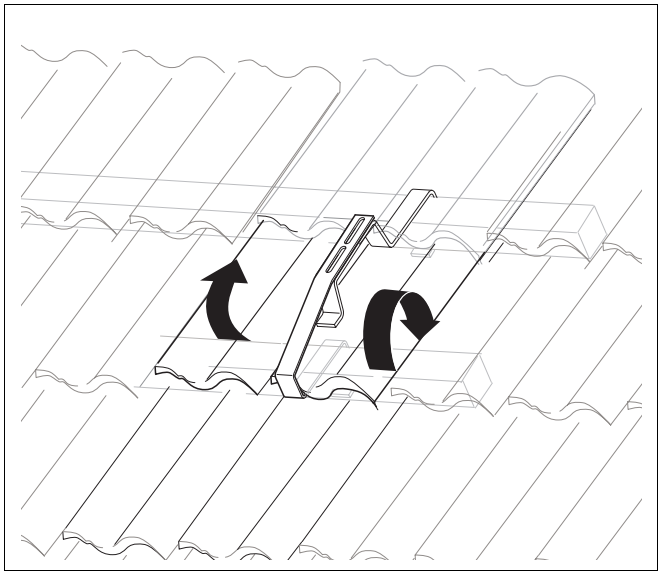

Afb. 27 Bijkomende dakhaken aanbrengen
- Hef de betroffen dakpan op (afb. 27).